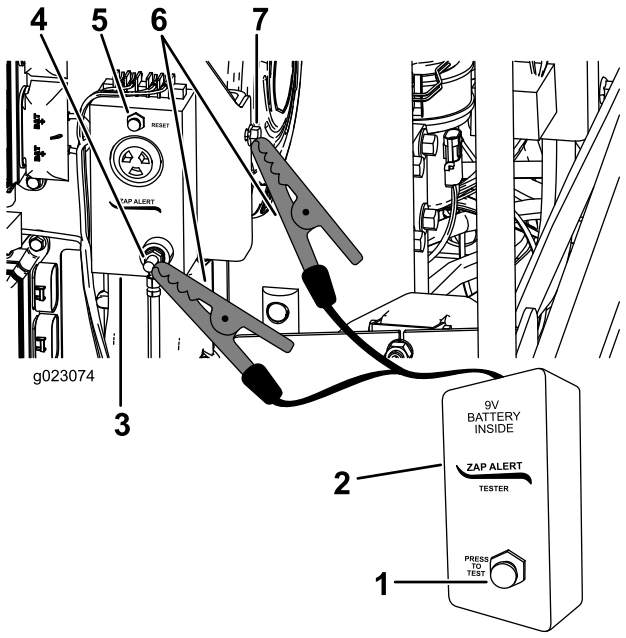

Rysunek 30
3. Podłączyć zacisk szczękowy próbnika systemu Zap-Alert do kołka uziemienia systemu Zap-Alert (Rysunek 30).
5. Nacisnąć przycisk próbny TEST na próbniku Zap-Alert (Rysunek 30).
6. Nacisnąć przycisk RESETOWANIA SYSTEMU ZAP-ALERT, aby wyłączyć alarm (Rysunek 30).